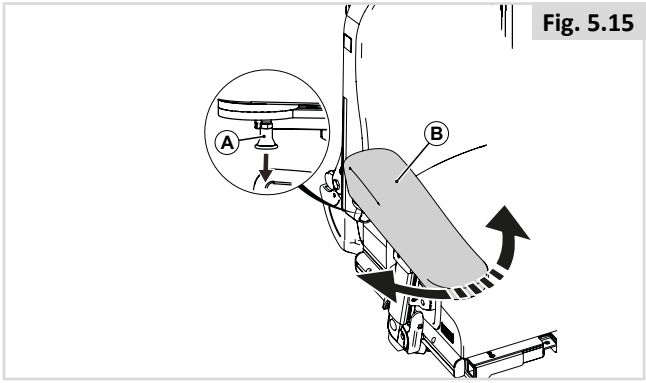

Fig. 5.15
5.9 Hemiplegie armlegger (fig. 5.15)